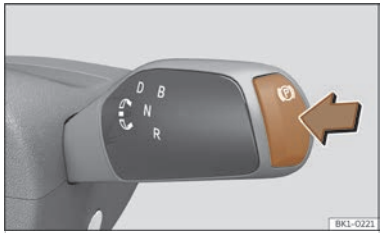

Fig. 133 On the gear selector: electronic parking brake button.
- While the vehicle is stationary, press the button Ⓟ ››› **Fig. 133**.
- Press the Ⓟ button ››› **Fig. 133**. The electronic parking brake is activated.